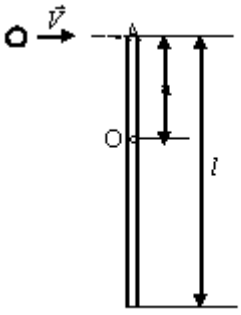

Рис.8
18. Однородный тонкий стержень массой $m_1=0,2кг$ и длиной $l=1м$ может свободно вращаться вокруг горизонтальной оси z, проходящей через точку O (рис.8). В точку A на стержне попадает пластилиновый шарик, летящий горизонтально (перпендикулярно оси z) со скоростью $\upsilon=10м/с$ и прилипает к стержню. Масса m_2 шарика равна $10г$. Определить угловую скорость ω стержня и линейную скорость u нижнего кольца стержня в начальный момент времени. Вычисления выполнить для следующих значений расстояния между точками A иO: 1) l/2; 2) l/3; 3) l/4.